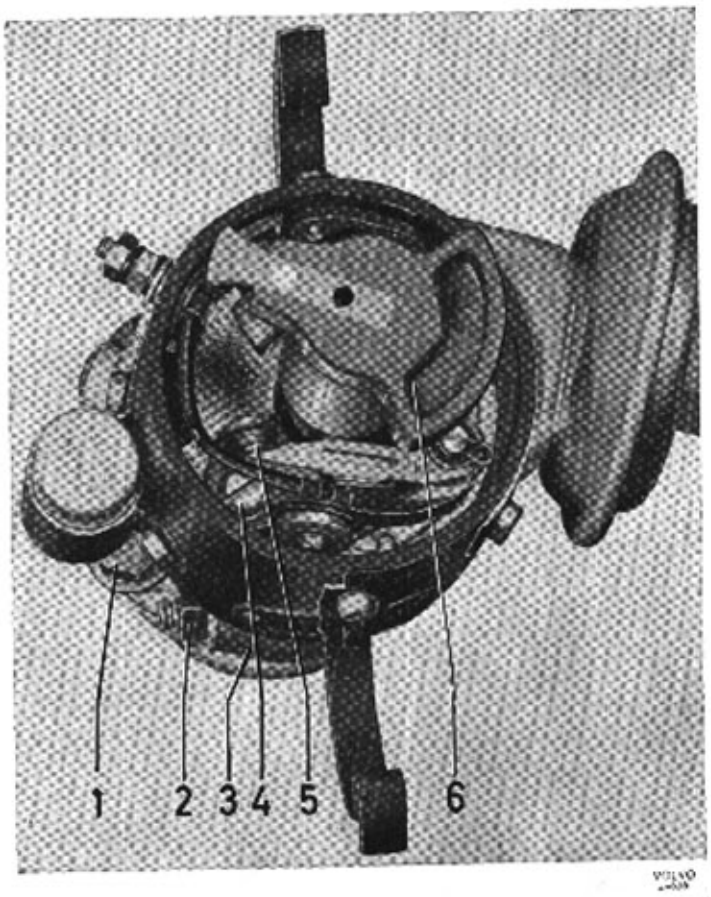

Bild 34-3. Fastsättning av fördelare
4. Montera de nya kontakterna. Se till att brickor, ledning och fjäder monteras rätt, se bild 34-3.
A. Med tråd- eller bladmått mäts avståndet mellan kontakterna, då dessa är maximalt åtskilda. Avståndet skall vara 0,4—0,5 mm och justeras genom att skruven 4 bild 34-3, lossas något varefter den justerbara kontakten förskjuts med hjälp av en skruvmejsel. Denna kontrollmetod förutsätter, för att resultatet skall bli fullt tillförlitligt, att fördelaren är relativt ny, och att brytarkontakterna är oskadade.